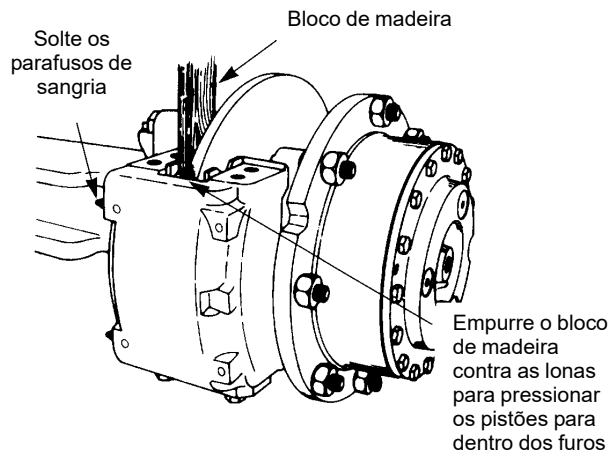

**FIGURA 8-5**
2. Solte os parafusos de sangria para liberar a pressão hidráulica no cáliper (Figura 8-5).